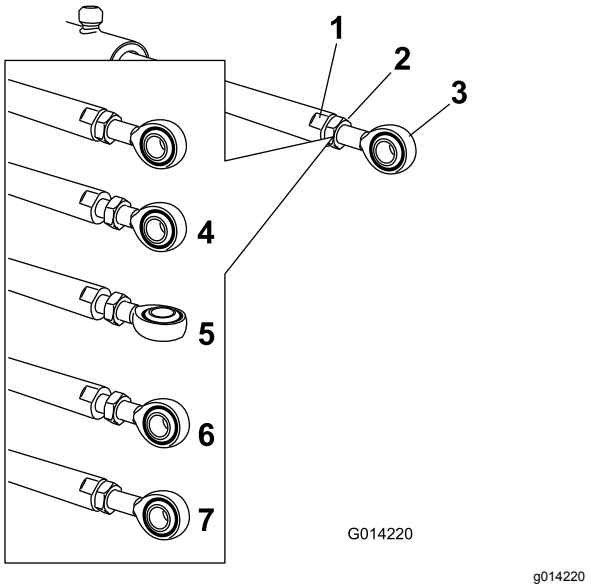

Figur 64
5. Bruk en skiftenøkkel på de flate sidene av aktuatorstangen for å sette den ut av funksjon, før du løsner låsemutterne slik at maljestangen kan justeres (Figur 64).
6. Skru på maljestangen i aktuatorstangen for å justere lengden for den forlengede aktuatoren til den ønskede posisjonen (Figur 64).